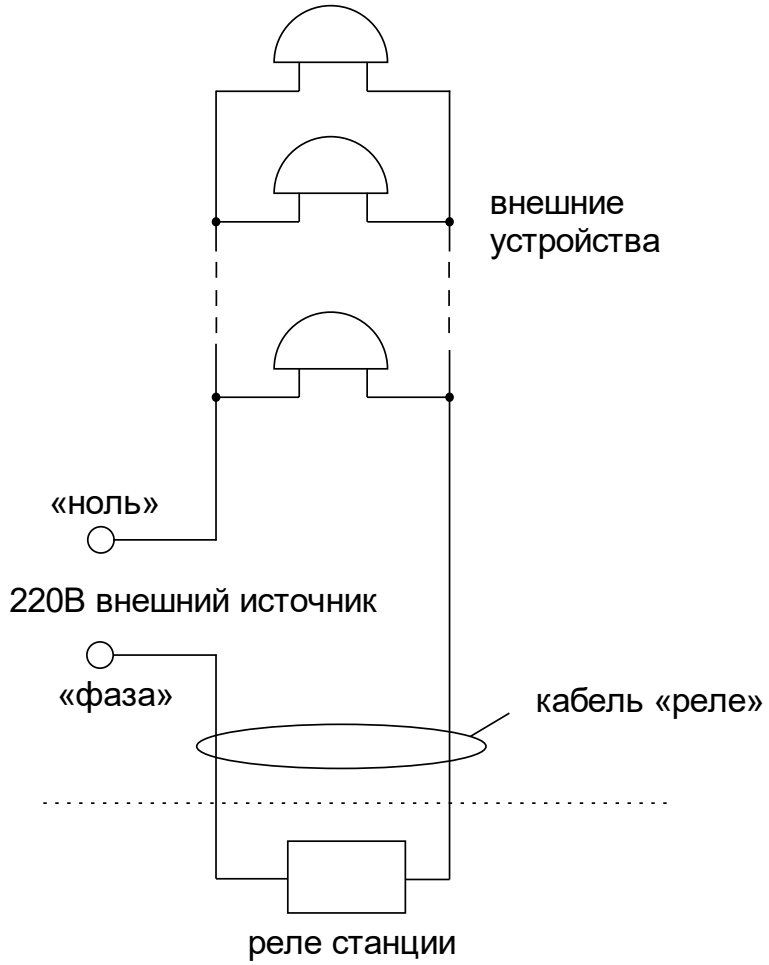

Рис. 1.
Все коммутируемые часовой станцией внешние устройства (например, звонки громкого боя) должны быть соединены по схеме рис. 1. Для включения данных устройств используется внешнее электропитание 220 В.
4.6. Подсоедините кабель «Реле» через клеммную коробку, предназначенную для коммутации кабелей электропитания напряжением до 380 В, следующим образом. (см. схему на рис.1). На один из проводов кабеля «Реле» необходимо подать «фазу» внешнего напряжения электросети 220 В, предназначенной для питания внешних устройств; второй провод кабеля «Реле» подключить непосредственно к одному из входов питания внешних устройств; другой вход питания внешних устройств подключить на «ноль» питающей электросети 220 В. Все внешние устройства должны быть соединены друг с другом по входам питания параллельно. К внешним устройствам относятся, например, школьные звонки громкого боя.